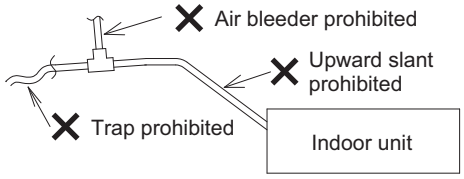

Fig. 2-47
- Do not install the drain pipe with an upward slant from the drain port connection. This will cause the drain water to flow backward and leak when the unit is not operating. (Fig. 2-47)
- Do not install an air bleeder as this may cause water to spray from the drain pipe outlet. (Fig. 2-47)
- Do not provide U-trap or bell-shaped trap in the middle of the drain pipe. Doing so will cause abnormal sound. (Fig. 2-47)